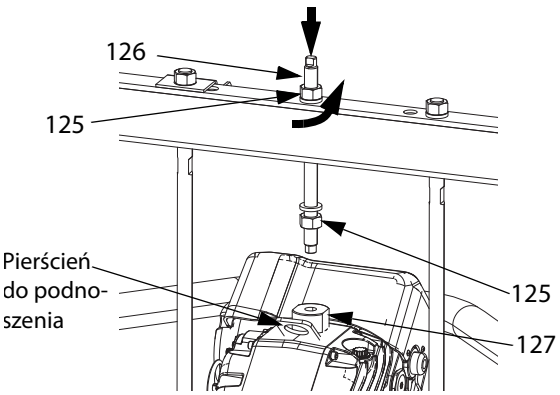

Rys. 41: 55-galonowa płyta dociskowa
5. Odłączenie agregatu (AB):
a. Przymocować bezpieczny podnośnik do pierścienia do podnoszenia agregatu. Poluzować nakrętkę (125) znajdującą się pod poprzeczką.
b. Użyć klucza podtrzymania adaptera pierścienia do podnoszenia (127), a następnie, przy użyciu drugiego klucza poluzować pręt gwintowany (126) nad poprzeczką. Patrz Rys. 41.